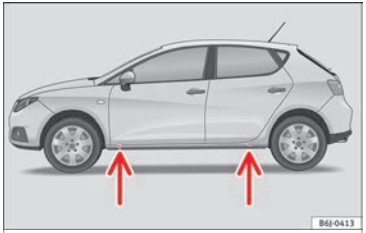

Fig. 65 Jack position points
- Find the support point on the strut (sunken area) closest to the wheel to be changed ››› Fig. 65.